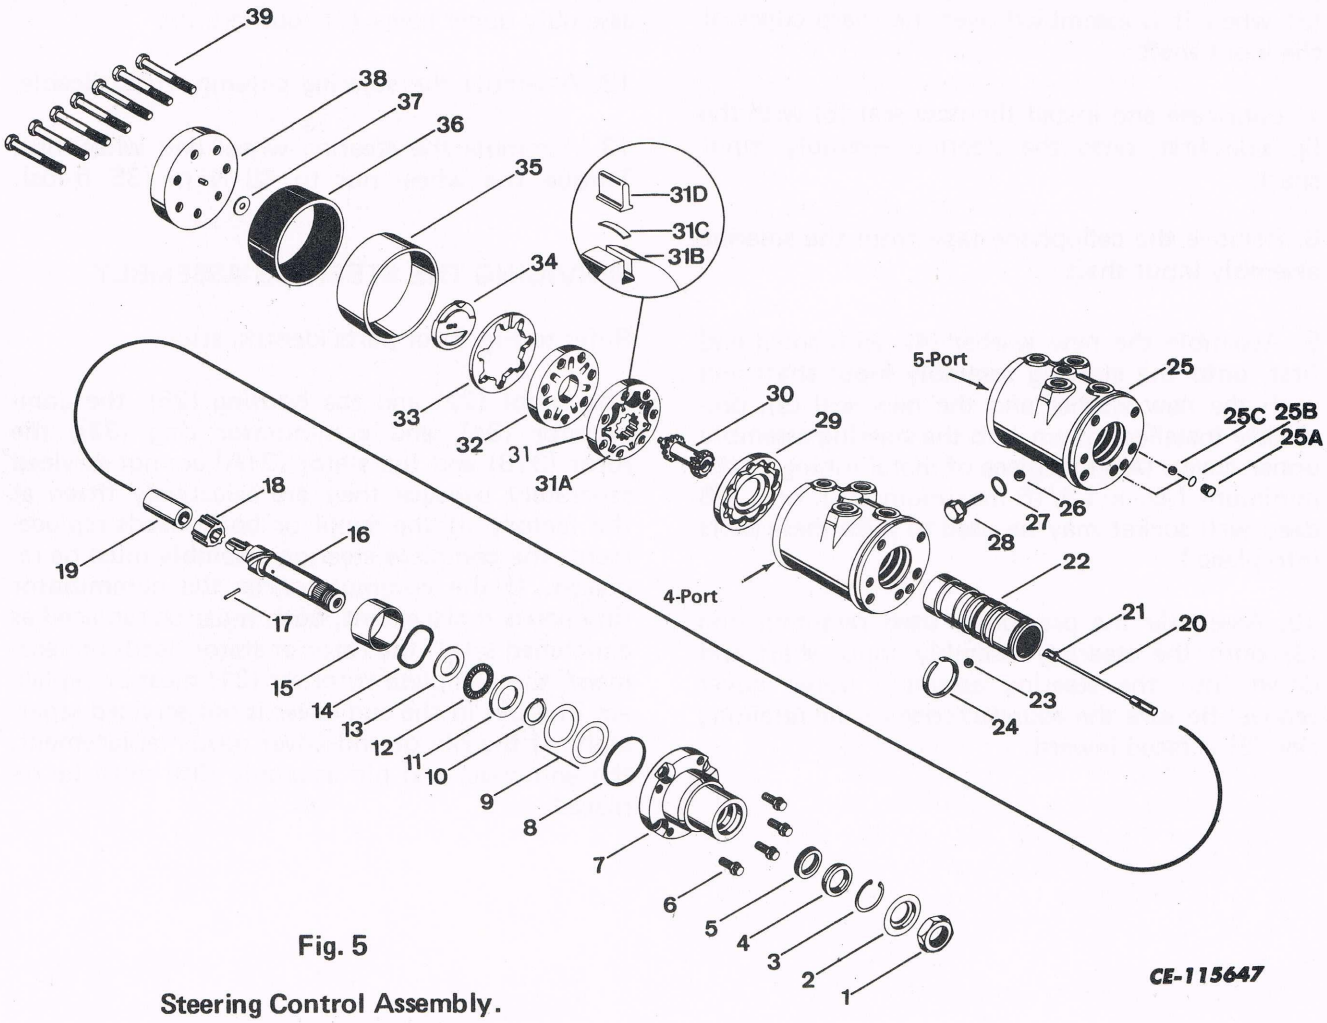

Fig. 5
For numerous installations, you may want to purchase the J26910 tool kit available from KENT MOORE, 1501 South Jackson St., Jackson, MI, 49203 - Phone (517) 784-8561. Refer to Fig. 5 for parts identification.
Refer to Fig. 5 for parts identification.
Legend for Fig. 5
NOTE: *Special care should be used in the following steps to insure protection of the ground and lapped faces of the components. Avoid scratching or nicking of the finished surfaces. See Figs. 5 and 6.*
4. Remove the end cover (38) by bumping it sideways with a soft hammer to loosen it from the rotor seal (36) and seal retainer (35), and lift it from the unit.
NOTE: *The washer (37) and commutator (34) may adhere to the end cover, and may be removed with the end cover. Do not attempt to remove the pin because it is press fitted in the plate and is non-serviceable. (See Fig. 5 and 6).*
5. Remove the rotor seal (36) and the seal retainer (35) by bumping the retainer sideways with a soft hammer to loosen it from the valve body and then lift off the rotor seal and seal retainer. Discard the rotor seal. See Figs. 5 and 6.
6. If the wear washer (37) and commutator (34) were not removed with the end cover (38), remove these parts from the steering assembly. See Figs. 5 and 7.
7. Remove the commutator ring (33) from the manifold (32), by a sliding and lifting motion. Care should be used in the handling of this fragile component. See Figs. 5 and 7.
8. Remove the manifold (32) from the rotor set (31) by a sliding and lifting motion. (See Fig. 5.
9. Remove the rotor set (31), spacer (29) and drive link (30) as an assembly by grasping the spacer and removing the assembly with a sliding and lifting motion. See Figs. 5 and 8.
10. Separate the drive link (30) by sliding the rotor set (31) on the spacer (29), allowing the drive link teeth to clear the spacer hole. Remove the drive link and separate the rotor set from the spacer. Use extreme caution to keep vanes (31D)